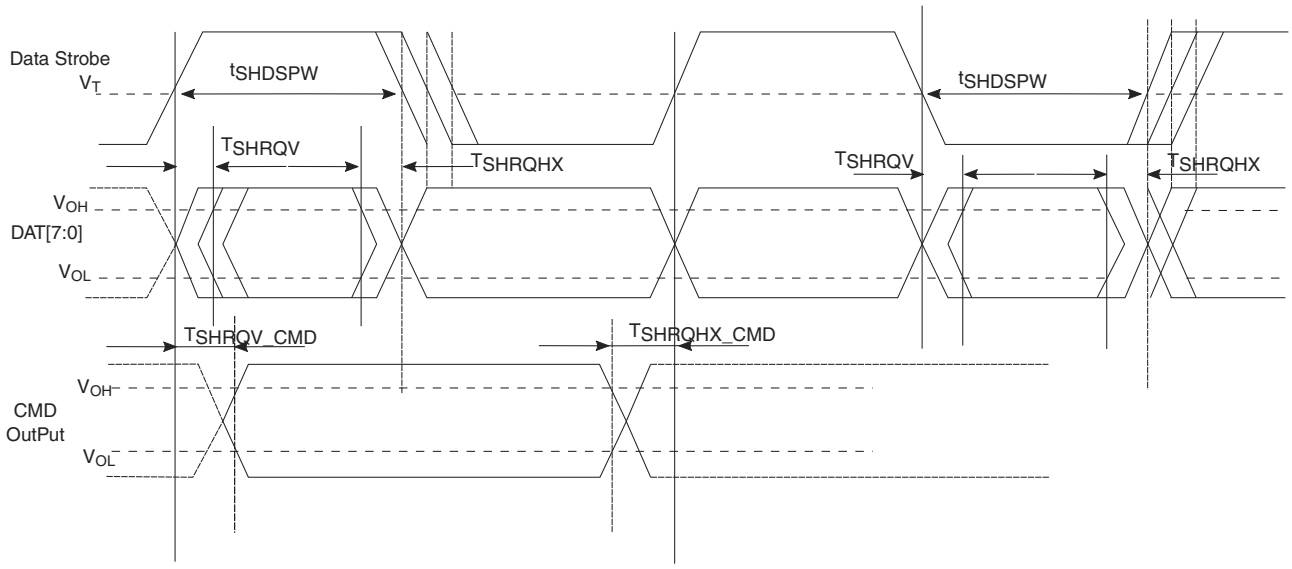

Figure 22. eSDHC HS400 mode input timing diagram
2. The symbols used for timing specifications herein follow the pattern of $t_{\text{(first two letters of functional block)(signal)(state) (reference)(state)}}$ for inputs and $t_{\text{(first two letters of functional block)(reference)(state)(signal)(state)}}$ for outputs. For example, t_{SHKHOX} symbolizes eSDHC highspeed mode device timing (SH) clock reference (K) going to the high (H) state, with respect to the output (O) reaching the invalid state (X) or output hold time. Note that in general, the clock reference symbol is based on five letters representing the clock of a particular functional. For rise and fall times, the latter convention is used with the appropriate letter: R (R for rise) or F (F for fall).
3. See Figure 22. on page 97.